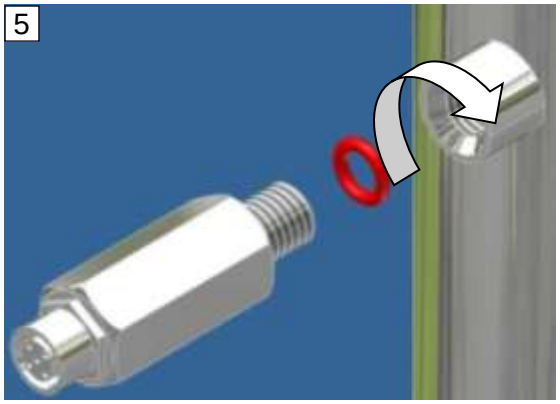

Abb. 12: UV-Sensor
- ➔ Den Anschlussstecker des UV-Sensors (Abb. 12) lösen (↺) und diesen vom UV-Sensor abziehen.